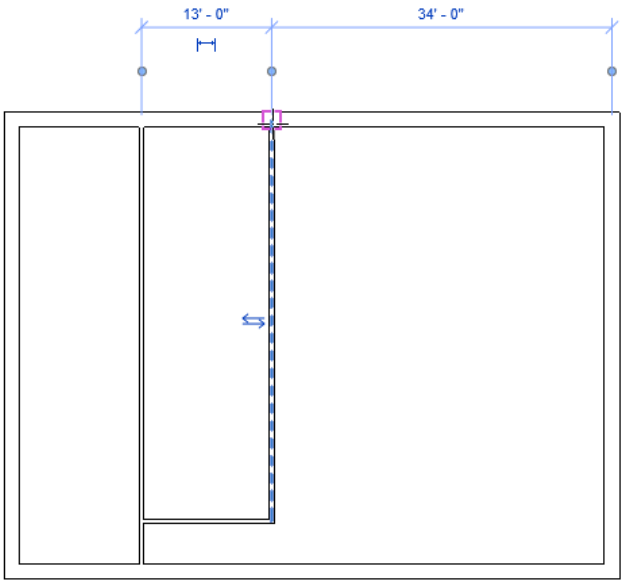

Figure 3-84 *The wall created extended upto the upper exterior wall*
5. Select the end point of the first wall created, move the cursor vertically upward and click on the upper exterior wall; the wall gets extended upto the upper exterior wall, as shown in Figure 3-84.